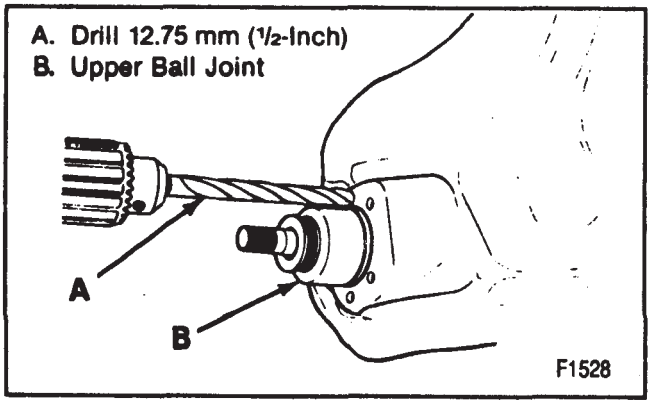

Figure 46—Drilling the Ball Joint Rivet Heads
- Drill the rivet heads away using a 12.7 mm (1/2-inch) drill (figure 46).